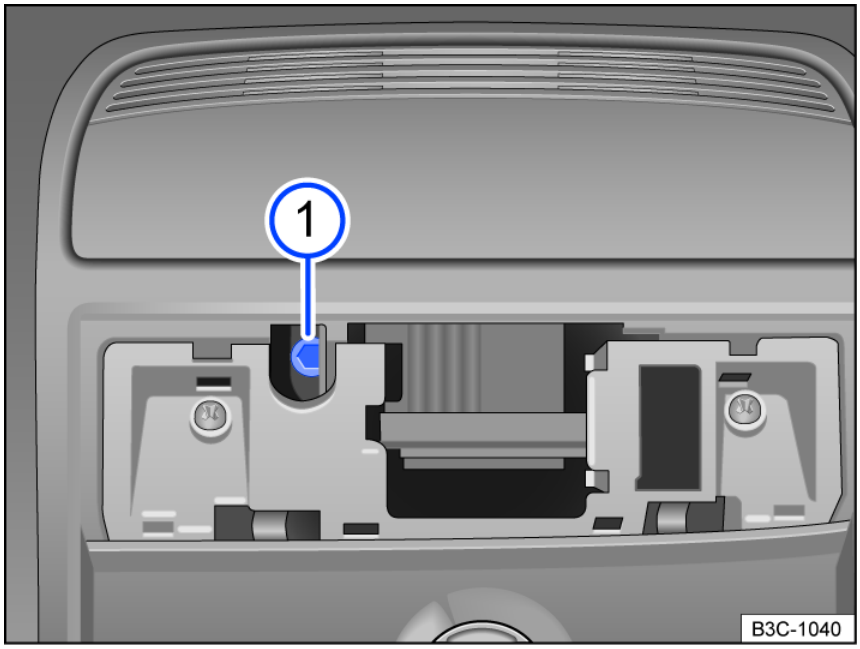

Fig. 58 Hexagon socket head bolt for closing the power sunroof.
2. Place a 4 mm hex socket wrench on the hexagon socket head bolt *fig. 58* (1).